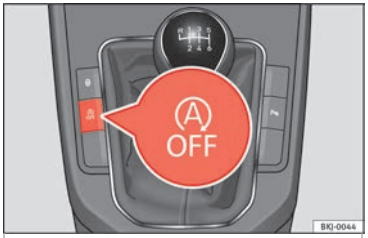

Fig. 186 Consola central: tecla del sistema Start-Stop.
- Para desconectar/conectar manualmente el sistema Start-Stop, pulse la tecla A OFF »» **fig. 186**.